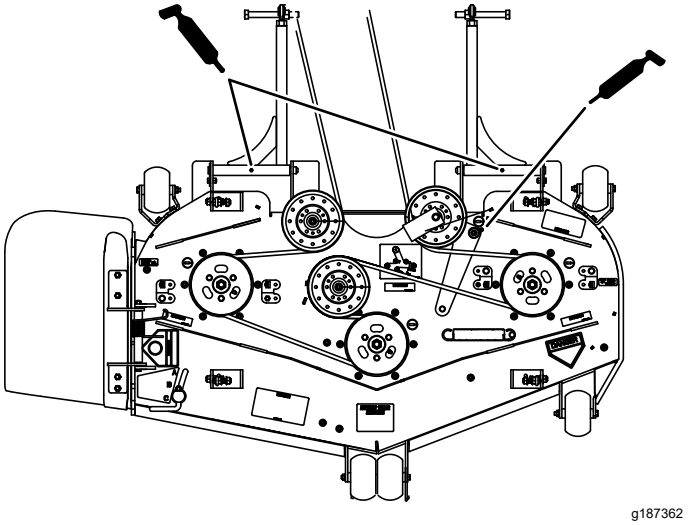
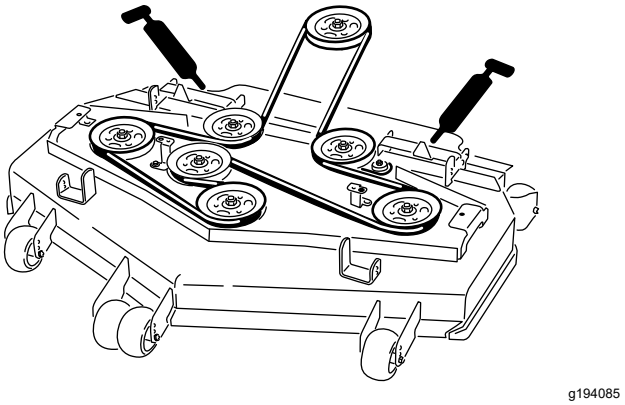

Figur 50
Figur 51
6. Smörj mellandrevsarmen på klippdäcket (Figur 50).
7. Smörj nipplarna på skjutarmarna (Figur 50 eller Figur 51).